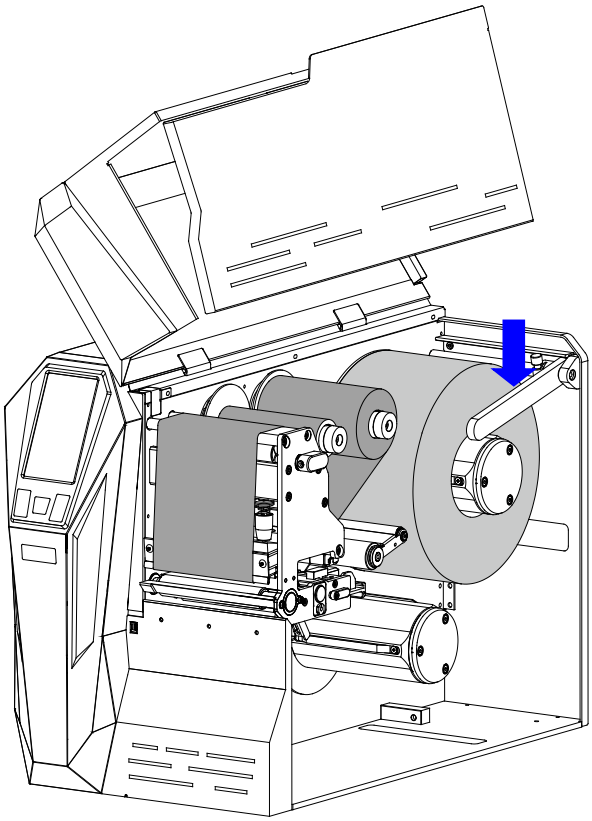

Figure 2-19 Adjust the Media Roll Guide
3. Press down and adjust the Media Roll Guide by pushing it slightly against the outside edge of the media roll. Tighten the Thumbscrew to lock the Media Roll Guide in place. As shown in Figure 2-19.